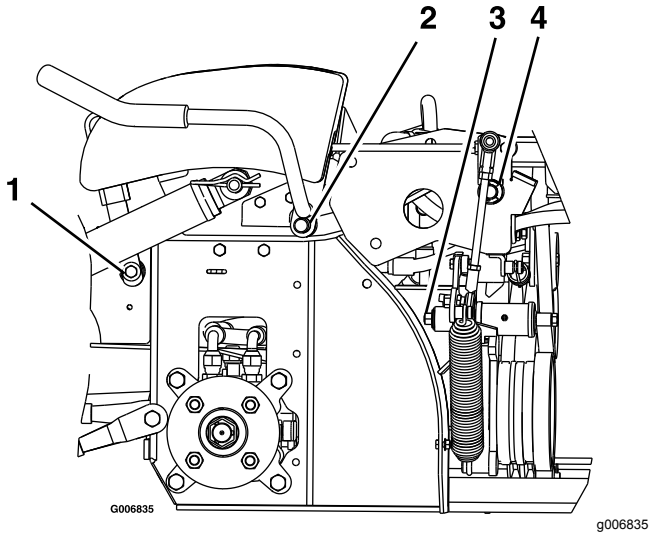

Figure 32
3. Graissez les bagues en bronze du pivot du levier de frein avec un lubrifiant à pulvériser ou une huile légère (Figure 32).